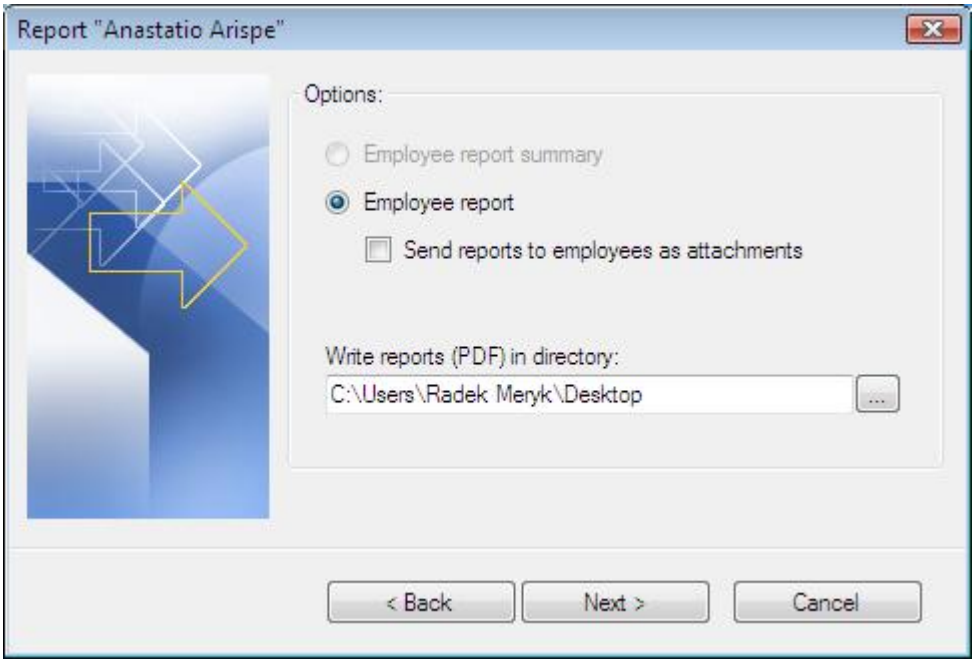

Figure 26. *Selecting destination directory for generating reports*
Step 3. Select destination directory for PDF files containing reports generated (Figure 26). In addition, you can select option for sending reports to employees as e-mail attachements.